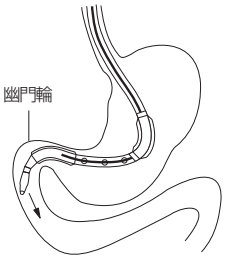

図12
11. 本品の先端が幽門輪を通過したら、ガイドワイヤーを少しずつ抜き、十二指腸下行脚から上行脚へチューブを押し進める（**図12**）。